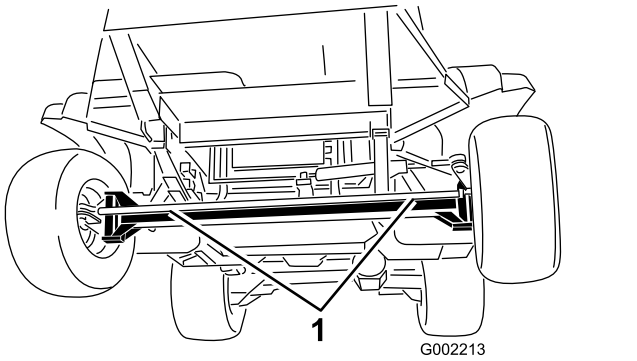
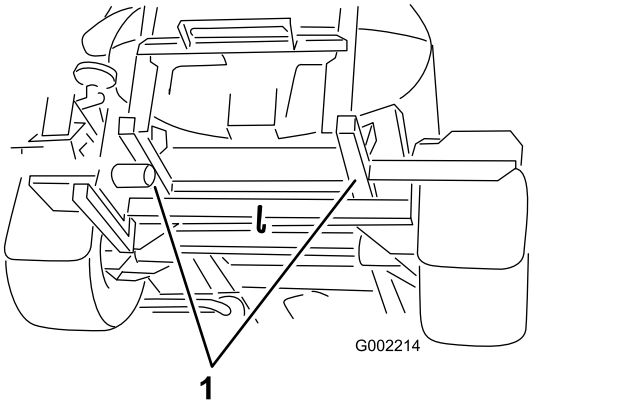

Figur 56
Figur 57
4. Fäst en bogserlina i ramen. Observera de främre och bakre fästpunkterna (Figur 56 och Figur 57).